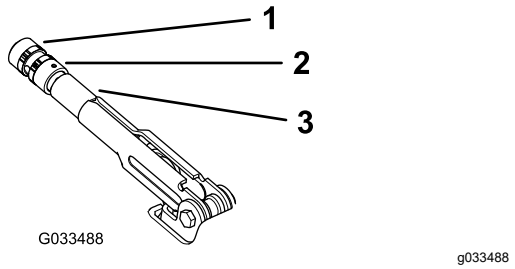

**Bild 57**
2. Lösen Sie die Stellschraube, mit der das Handrad am Feststellbremshebel befestigt ist (Bild 57).
3. Drehen Sie das Handrad (Bild 57), bis eine Kraft von 20 kg bis 22 kg erforderlich ist, um den Hebel zu betätigen.
4. Ziehen Sie die Stellschraube fest (Bild 57).